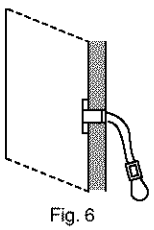

Fig. 6
10. Push down on the lower plastic leg of the toggle bolt and break it off flush with the wall (refer to Figure 6).